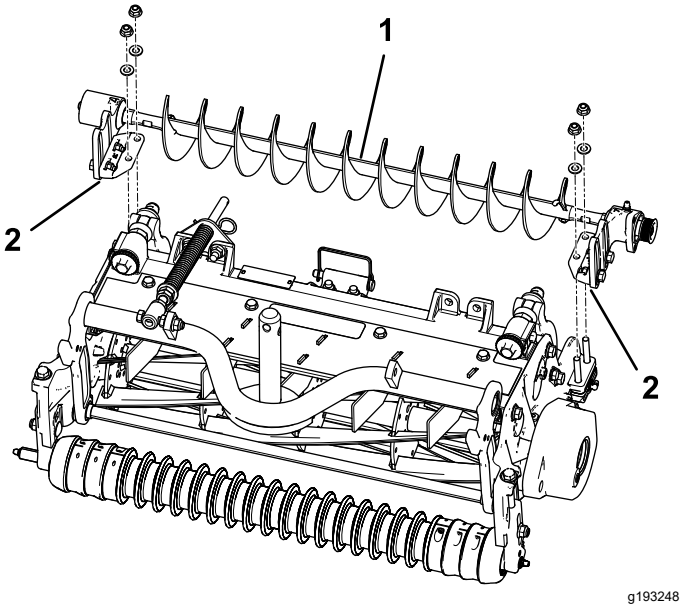

Figura 10
4. Coloque los soportes de montaje izquierdo y derecho del cepillo de rodillo sobre los pernos de los soportes del rodillo (Figura 10).